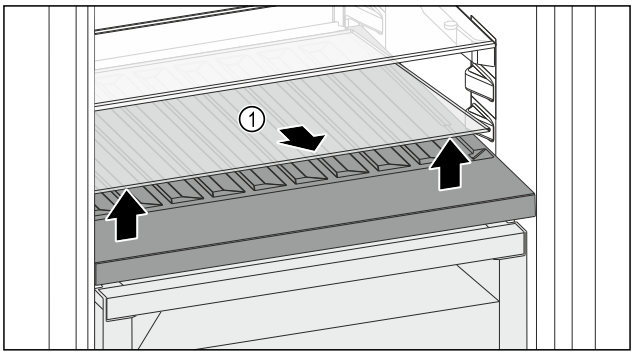

Fig. 174
▶ 抬起前部槽上的玻璃隔板 *Fig. 174 (1)* 并取出。
▶ 将玻璃隔板 *Fig. 174 (1)*稳妥地放在冰箱外。